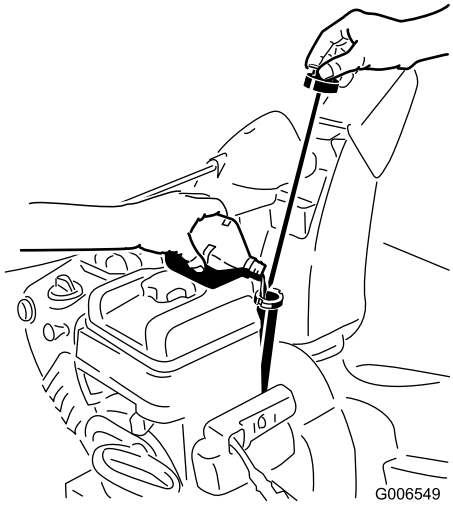

Rysunek 35
2. Następnie wyjmij wskaźnik i sprawdź poziom oleju (Rysunek 35). Jeśli poziom oleju nie przekracza oznaczenia Add na wskaźniku, uzupełnij olej. Patrz punkt Uzupełnianie oleju w silniku.